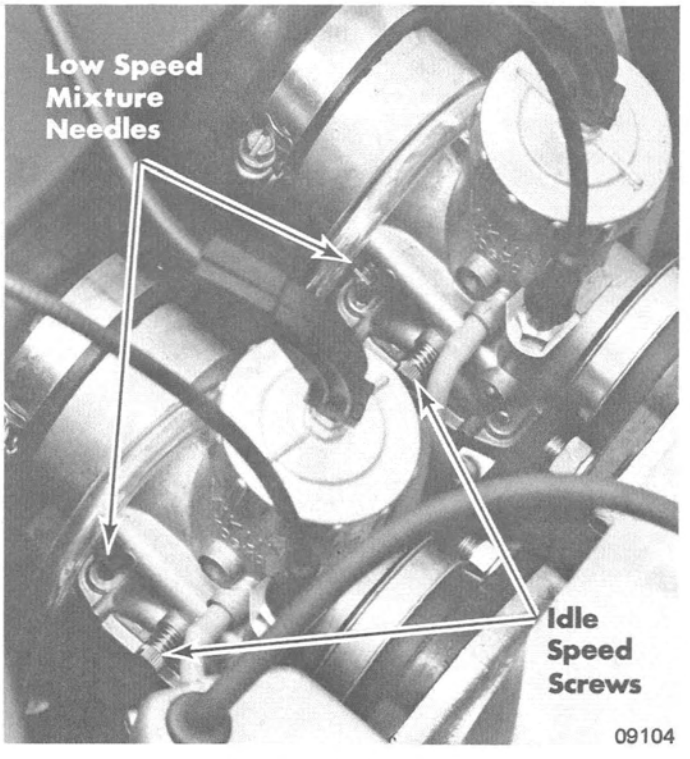

Figure 1. Carburetors
1. Install tension spring and idle speed screw. (Figure 1)
2. Install tension spring and low speed mixture needle. (Figure 1)
1. Remove carburetor air intake silencer from carburetors and turn idle speed screws (Figure 1) on carburetors outward (counterclockwise) until they no longer contact throttle valves.
a. Turn low speed mixture needles (Figure 1) inward (clockwise) until they seat lightly.
a. Turn idle speed screws (Figure 1) outward (counterclockwise) until they no longer contact throttle valves.
2. Set idle speed screws (Figure 1) to attain recommended idle RPM (refer to "Specifications" Section 8). Turn idle speed screws inward (clockwise) to increase idle RPM or outward (counterclockwise) to decrease idle RPM.